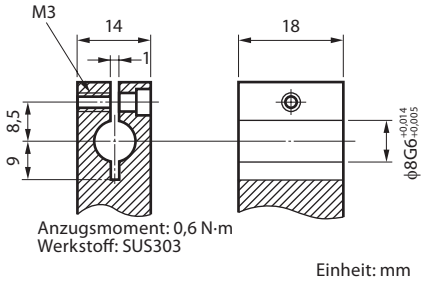

Abb. 4 Maße und Toleranz des Montagehalters
- Zur Montage des Messtasters an einer Maschine mit Hilfe eines Halters für diesen die in Abb. 4 angegebenen Abmessungen und das angegebene Material verwenden, und die Schrauben zur Befestigung des Messtasters mit dem angegebenen Anzugsmoment von 0,6 N·m anziehen.
- Den Schaft befestigen, indem die Schraube wie in Abb. 4 gezeigt in den Schlitz festgezogen wird.